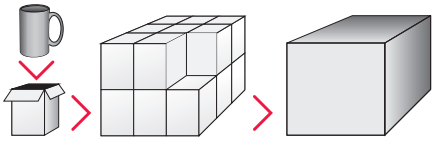

rys. 2
- Małe elementy powinny być pakowane w opakowania jednostkowe **(rys. 1)**, przegrodzone tekturowymi przegródkami **(rys. 2)** lub owijane folią pęcherzykową w sposób uniemożliwiający stykanie się poszczególnych elementów.